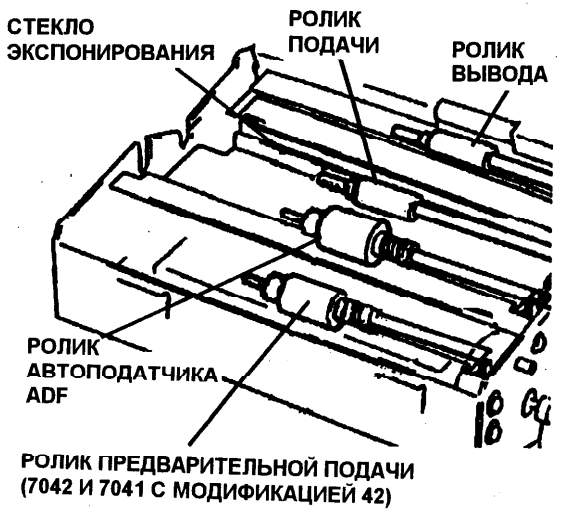

Рис. 1. Область сканера
c. В случае необходимости очистите стекло экспонирования с помощью очистителя объектива и зеркал (Рис. 1).